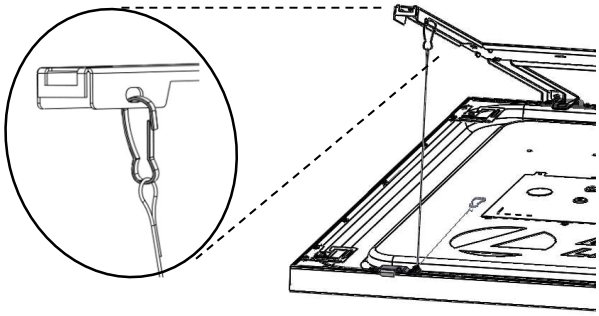

Figura 6C
- Por último, empuje suavemente CPANL hacia las bisagras hacia el asiento completo en la parte posterior del soporte y gire el lado del pestillo hacia arriba hacia el techo hasta que pueda sujetar los cables de amarre (2x) en su lugar en la parte delantera del soporte de la percha, consulte la Figura 6C.